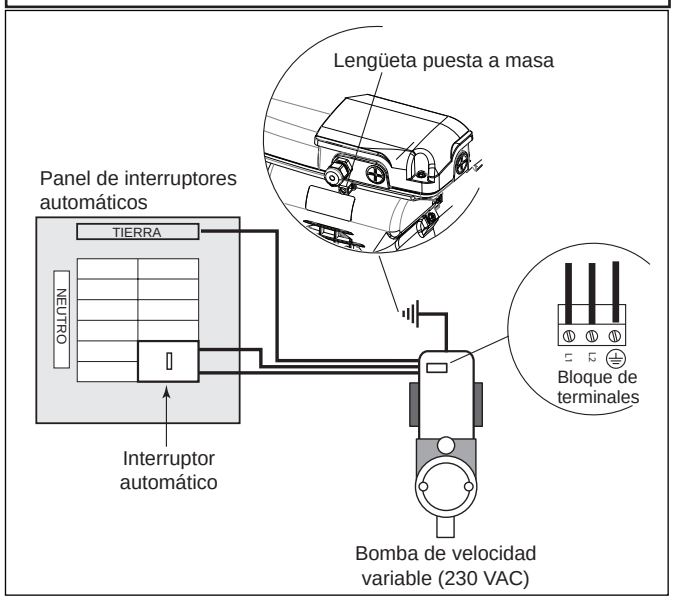

Figura 3. Unión del motor
2. Las conexiones eléctricas y puesta a tierra deben realizarse mediante un conductor de cobre sólido n.º 8 AWG o más grande. En Canadá se debe utilizar el n.º 6 AWG o más grande. Unir el motor utilizando el terminal externo provisto (Véase Figura 3).